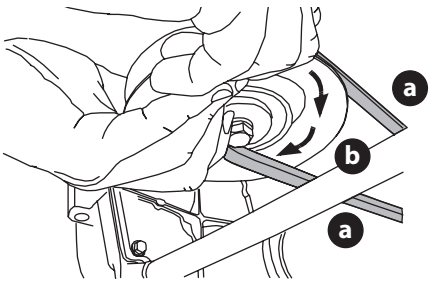

Fig. 42
d. While still holding the PTO belt (a) downward, continue turning the PTO pulley (b) until the PTO belt (a) is rolled off the PTO pulley (b) (Fig. 42).
8. Pull the right side of the PTO belt rearward and place the narrow V-side of the PTO belt into the PTO pulley (Fig. 42 on page 31).
9. While holding the PTO belt and PTO pulley together, rotate the PTO pulley to the left (Fig. 42 on page 31). Continue holding and rotating the PTO pulley and PTO belt until the PTO belt is fully rolled into the PTO pulley.